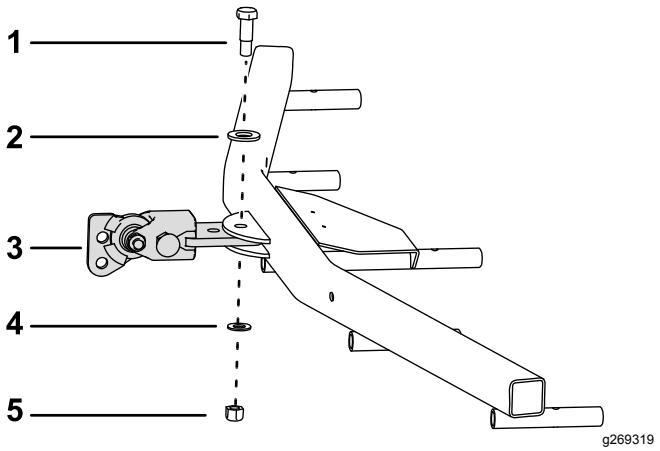

Bild 7
1. Montieren Sie die Kugelanhängevorrichtung wie in Bild 7 dargestellt am Federrechen.